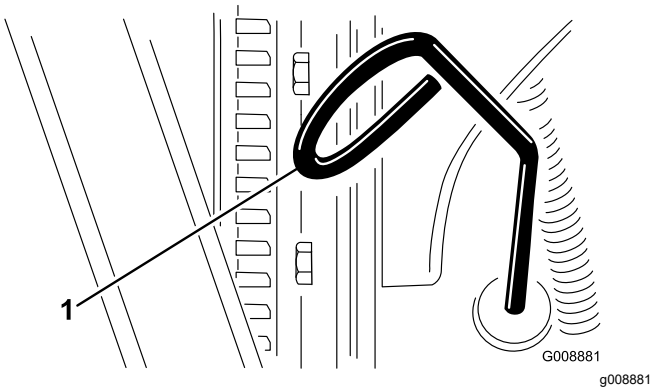

Figur 61
3. Ta ut oljestickan (Figur 61) och torka av den med en ren trasa.